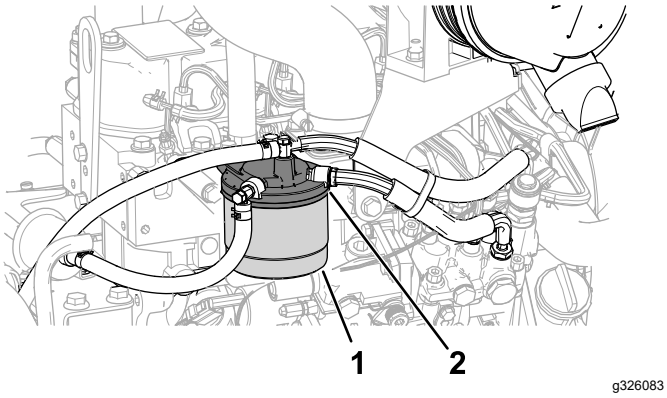

**Figura 60**
1. Pulite le superfici circostanti la testa del filtro del carburante (Figura 60).
2. Togliete il filtro e pulite la superficie di montaggio della testa del filtro (Figura 60).